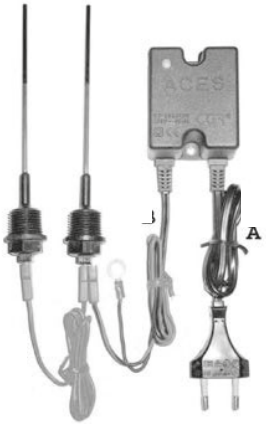

Figure 2 : appareil ACES à double anode
- *passe-fil et œillet servant à l'installation (uniquement avec le dispositif ACES) (figure 2, page suivante).*